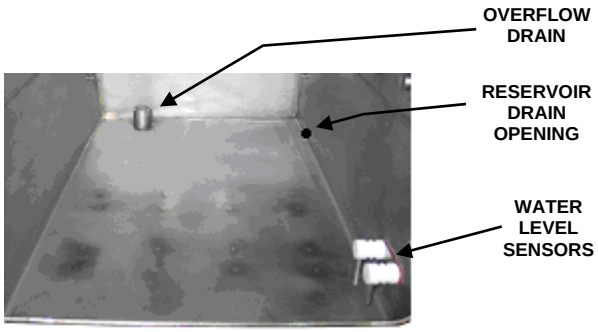

Figure 3-2 Inspecting Compartment drains (Model 22CET3.1 Shown)
3. Remove the door gasket assembly, pan racks, backplate, fan guard, and KleanShield™ and make sure all surfaces are clean and drain openings and the water level sensors are clean and free of any residue or debris (See Figure 3-2).